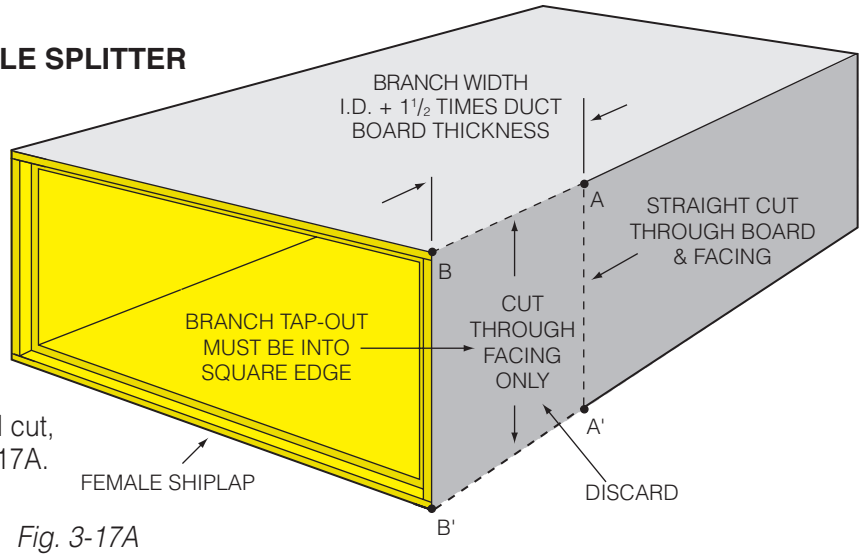

Fig. 3-17A
1. Cut branch opening along dashed lines A - B and A' - B', through facing only; vertical cut, A - A', through board and facing. See Fig. 3-17A.